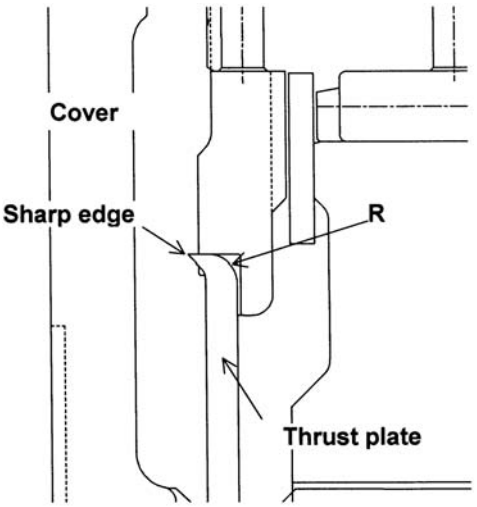

Figure 30. Installing direction of thrust pla
※ Face sharp edged side to cover (24). (See Fig.30)